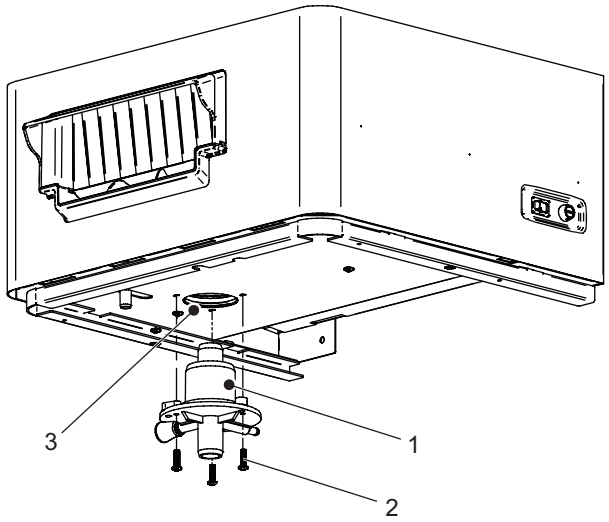

Figure 9 : Installation de l'adaptateur vapeur sur l'unité de ventilation
c. Orienter l'adaptateur vapeur en plaçant l'orifice d'arrivée de la vapeur de l'unité de ventilation, comme illustré sur la *Figure 9* et l'insérer. L'adaptateur doit s'ajuster sans aucun jeu et former un joint étanche avec le joint torique de l'orifice d'arrivée de la vapeur de l'unité de ventilation.